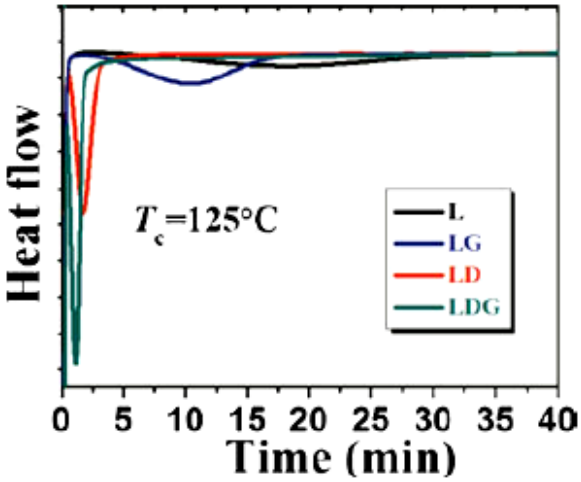

Figura 1. Ensayo isotérmico de DSC. Flujo de calor en función del tiempo a T_c = 125 ºC para los sistemas L, LG, LD, LDG.
1) Para una serie de sistemas poliméricos dados (L, LG, LD, LDG) se llevaron a cabo ensayos de DSC isotérmicos. Los resultados obtenidos para T_c = 125 ºC se muestran en la **Figura 1**, donde el flujo de calor es una función del tiempo. Explique el comportamiento de la cinética de cristalización.